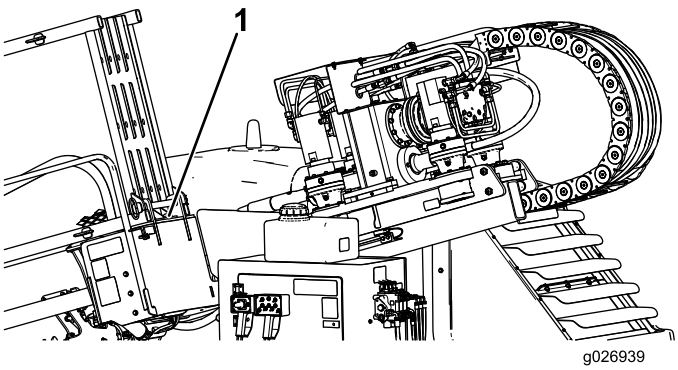

Rysunek 71
7. Schować blokadę siłownika z tyłu kosza na żerdzie (Rysunek 71).